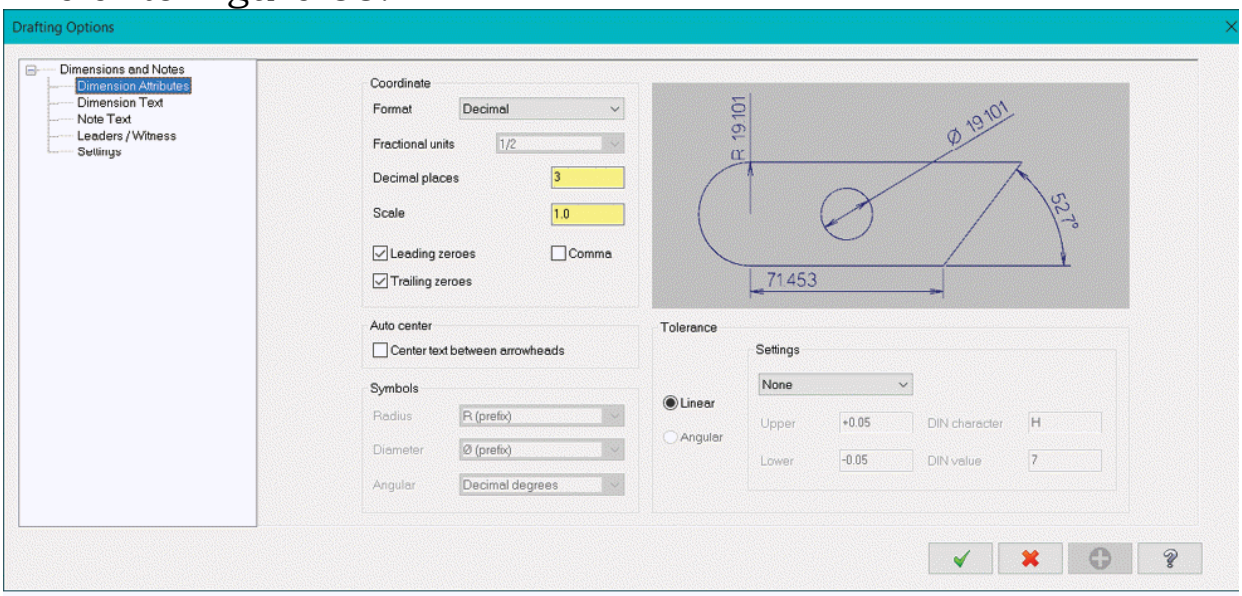

Figure-38. Drafting Options dialog box
- Select desired entities and click on the **End Selection** button. The **Drafting Options** dialog box will be displayed; refer to Figure-38.